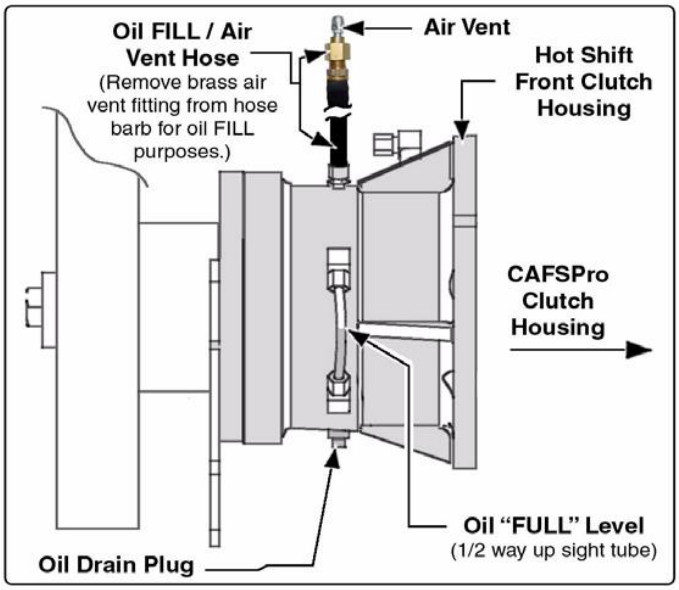

Figure 43 Hot Shift Operation
NOTE: *The hot shift clutch oil should be changed every 100 hours of operation or when the apparatus engine oil is changed. (See Figure 43)*
3. Remove the brass fitting, containing the air vent, from the fill tube hose barb. (See Figure 43)